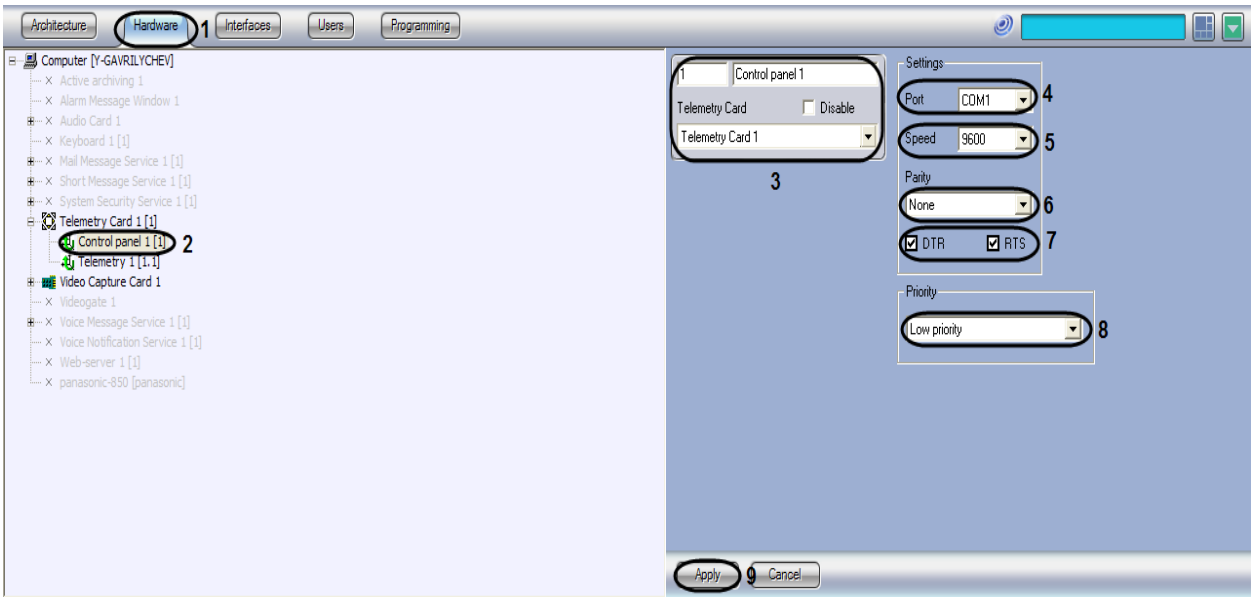

Figure 3.4—6 The setting panel of the Control panel object
1. Go to the **Hardware** tab in the **System settings** dialog box (Figure 3.4—6, 1).
2. Create the **Control panel** system object under the **Telemetry card** object or select the relevant object on the **Hardware** tab in the **System settings** dialog box (Figure 3.4—6, 2).
3. Enter the ID, the name of the **Telemetry** object and select the **Telemetry card** object to which the PTZ device is connected (Figure 3.4—6, 3).
4. Select the COM port number from the **Port** list in order to connect the **Control panel** device (Figure 3.4—6, 4).
5. If it is necessary enter the speed of data exchange between the computer and the **Telemetry control panel** device (Figure 3.4—6, 5).